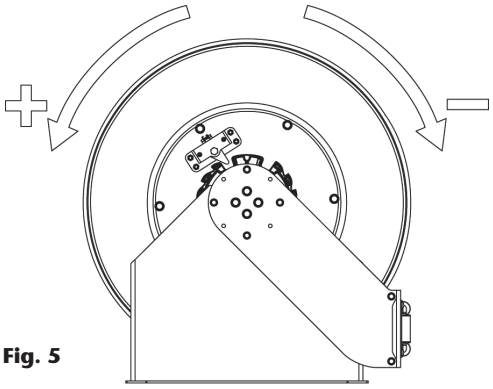

Fig. 5
6. Aplicar a pré-tensão na mola, girando a roda no numero de voltas, indicados na tabela abaixo, indicada para cada comprimento de mangueira (fig. 5).: